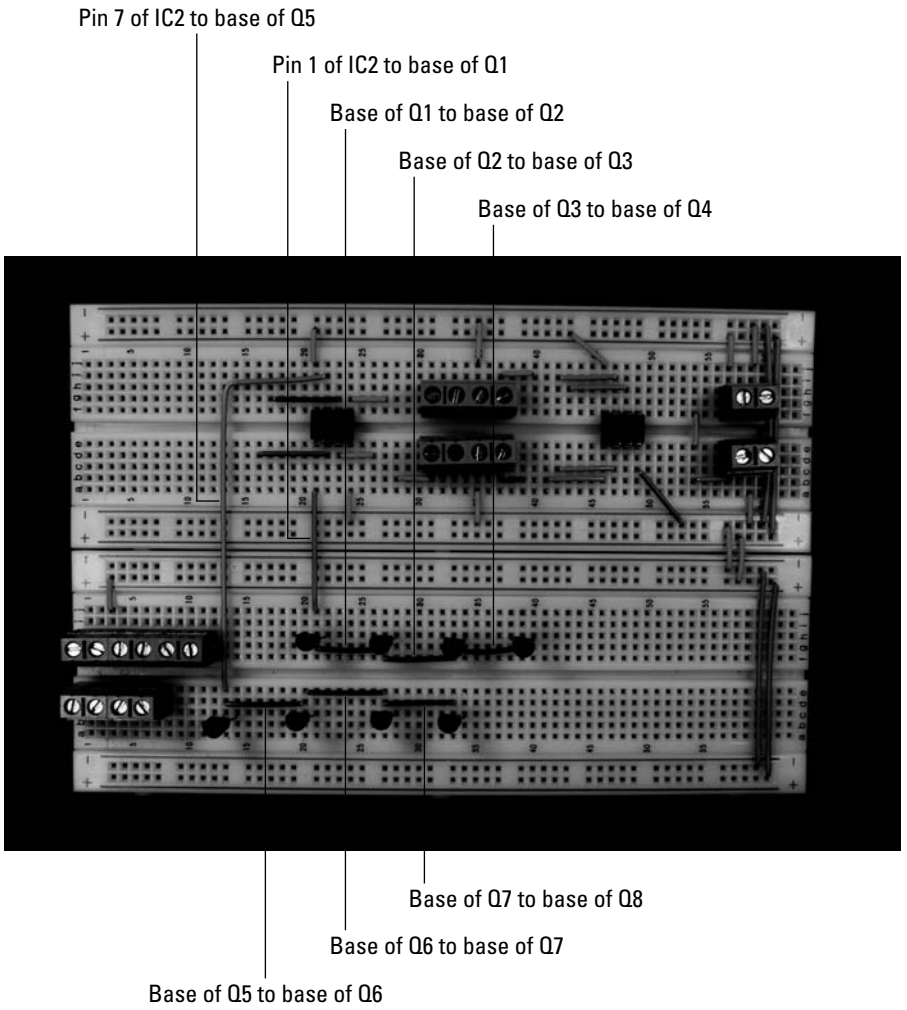

Figure 5-9: Connect IC2 to transistors.
6. **Insert wires to connect IC2 to the transistors and the base pins of the transistors to each other, as shown in Figure 5-9.**